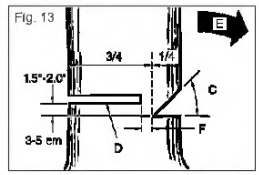

Fig. 13
Make the felling cut (D) from the other side of the tree and 1.5 - 2.0 inches (3-5 cm) above the edge of the notch (C) (Fig. 13)